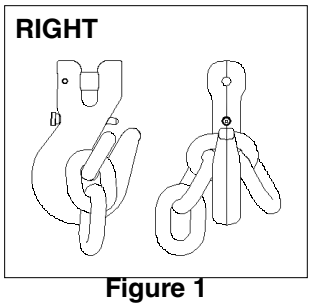

Figure 1
- Always make sure hook supports the load. The pin latch must never support the load (See Figure 1, 2, 3 and 4).